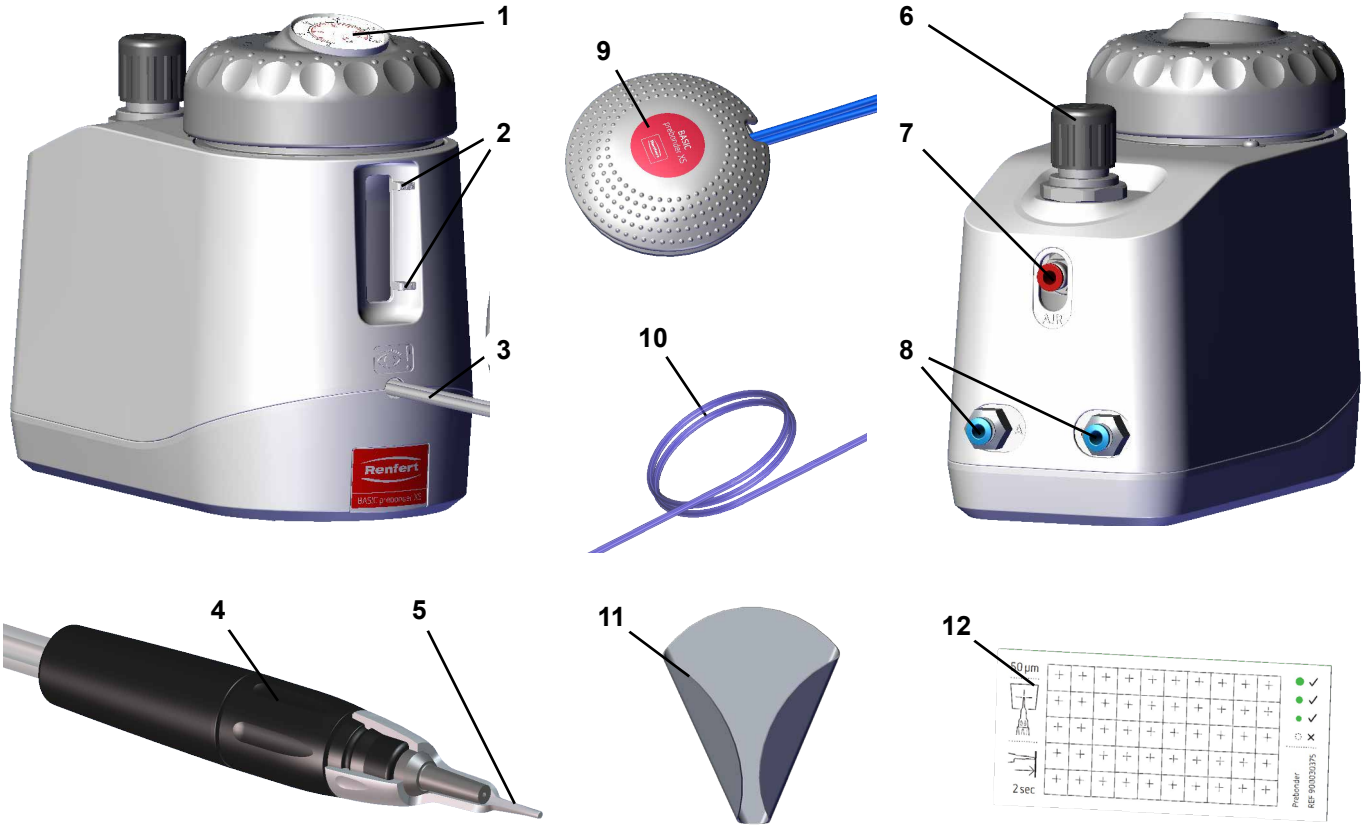

Fig. 1
⇒ Вставьте шланг сжатого воздуха (10, рис. 1) до упора в разъем для шланга (7). При этом нужно преодолеть легкое ощутимое сопротивление.